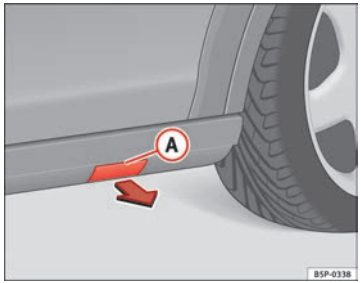

Fig. 181 Plastic sill panel trim with jack allotment cover
– Remove the cap (A) to access the anchor point for the vehicle jack ⇒ Fig. 181.
– Pull on the cover and remove it from its allotment in the direction of the arrow ⇒ Fig. 181.